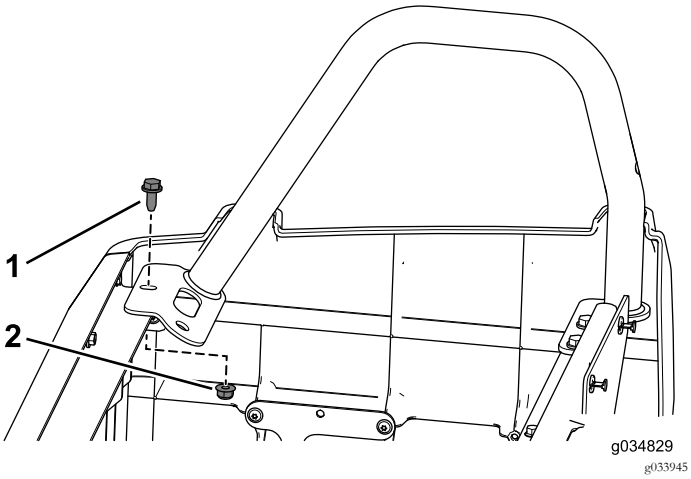

Рисунок 50
1. Используйте фланцевый болт (3/16 x 3/4 дюйма) и фланцевую гайку, снятые ранее, для крепления правого заднего ограничителя кронштейна для основания заднего сиденья (Рисунок 50).